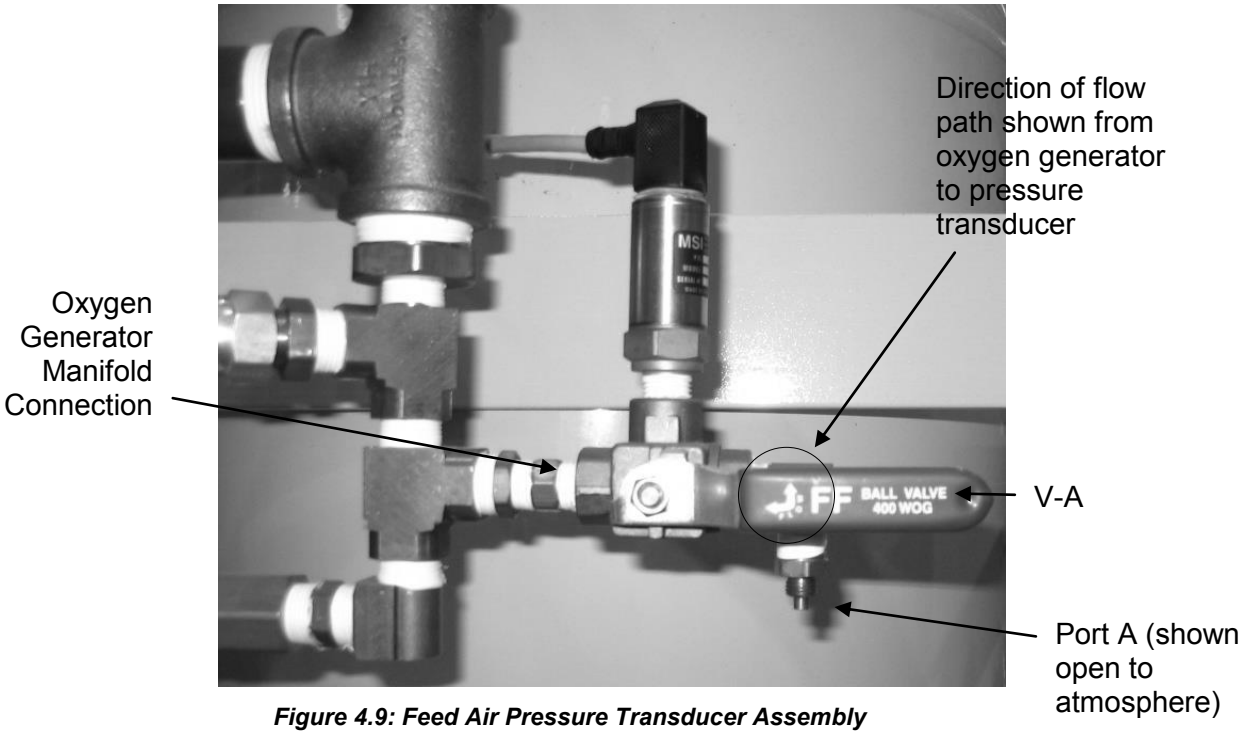

Figure 4.9: Feed Air Pressure Transducer Assembly
2. The three-way valve (V-A) (Figure 4.9) handle shows the direction of flow path. In Figure 4.9, direction of flow path is from oxygen generator to pressure transducer. Close this manual three-way valve (V-A), so that the flow path is from the atmosphere to the pressure transducer.
3. Take out the plug, if any, from the port A (Figure 4.9) and attach a manual air pump having an accurate pressure gauge.
8. Open the manual three-way valve (V-A), so that the flow path is from the oxygen generator to the pressure transducer as shown in Figure 4.9.